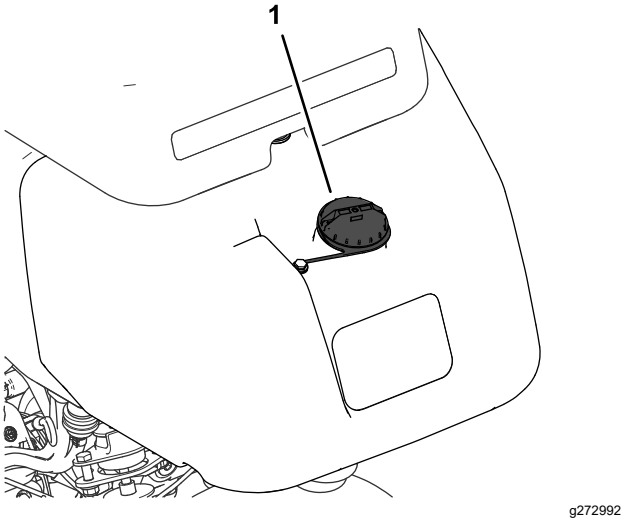

**Figura 23**
1. Pulite attorno al tappo del serbatoio del carburante e rimuovetelo (Figura 23).